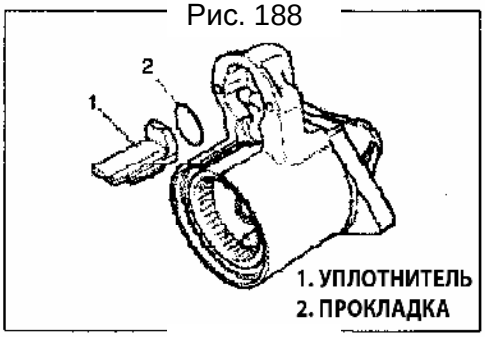

Рис. 189
4) Снимите уплотнитель и прокладку (Рис. 189).